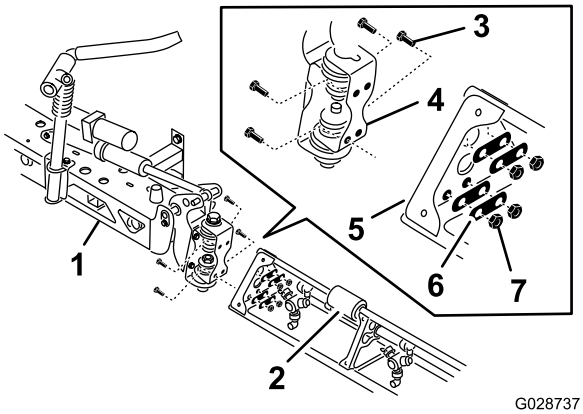

Figuur 40
2. Draai de draaibeugels aan de uiteinden van de middelste spuitboom zodat de beugels verticaal uitgelijnd zijn (Figuur 40).
4. Monteer de scharnierplaat op de driehoekige plaat met de 4 flenskopbouten, 4 steunplaten en 4 flensborgmoeren (Figuur 40) die u verwijderd hebt in stap 1.
6. Lijn het stanguiteinde van de hefcilinder van de spuitboom uit met de gaten in het montagepunt van de draaibeugel (Figuur 40).
7. Bevestig het stanguiteinde aan de draaibeugel; gebruik hierbij een gaffelpen en een R-pen (Figuur 40).